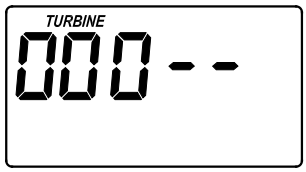

FIG. 25
1. Press and hold the SELECT / MENU button until the screen in Figure 25 is displayed.